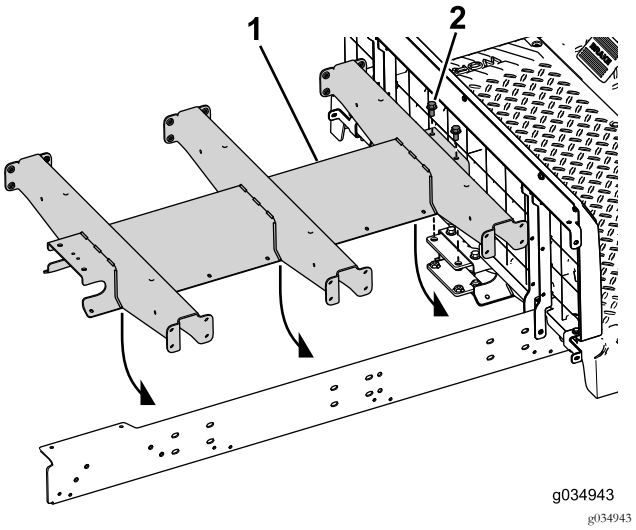

Figura 72
4. Inserite i 2 bulloni (3/8" x 3¾") e le rondelle attraverso il canale centrale e il supporto posteriore (Figura 72).